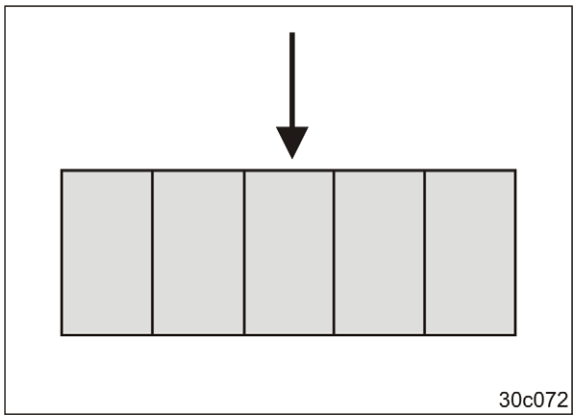

**Fig. 208**
1. Appuyez sur la touche Shift du terminal de commande de l'AMATRON+ et activez le symbole (Fig. 208).
1. Supprimez le symbole (Fig. 208) affiché sur l'écran de l'AMATRON+ pour permettre le relevage de la machine par l'intermédiaire du train de roulement intégré.
1.1 Appuyez sur la touche Shift du terminal de commande de l'AMATRON+ et désactivez le symbole (Fig. 208).